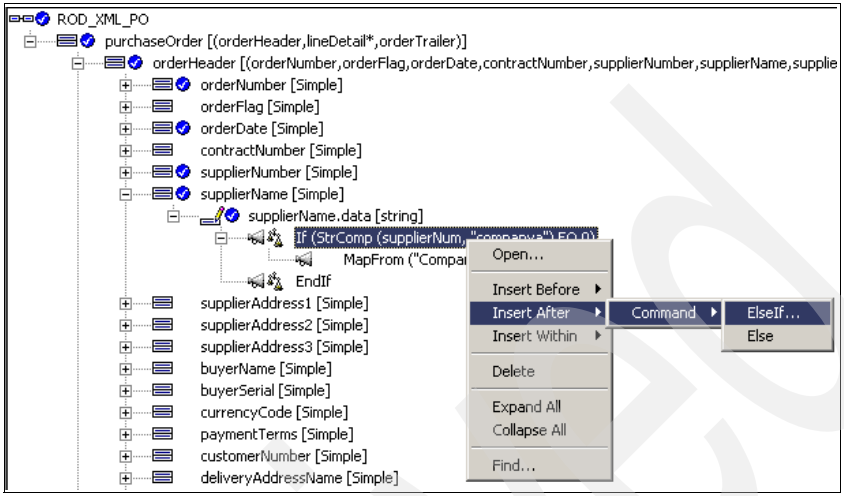

Figure 15-46 Else if command
11. Select the **`If`** command from the Mapping Command window, right-click and select **Insert After Command ElseIf**... (Figure 15-46).